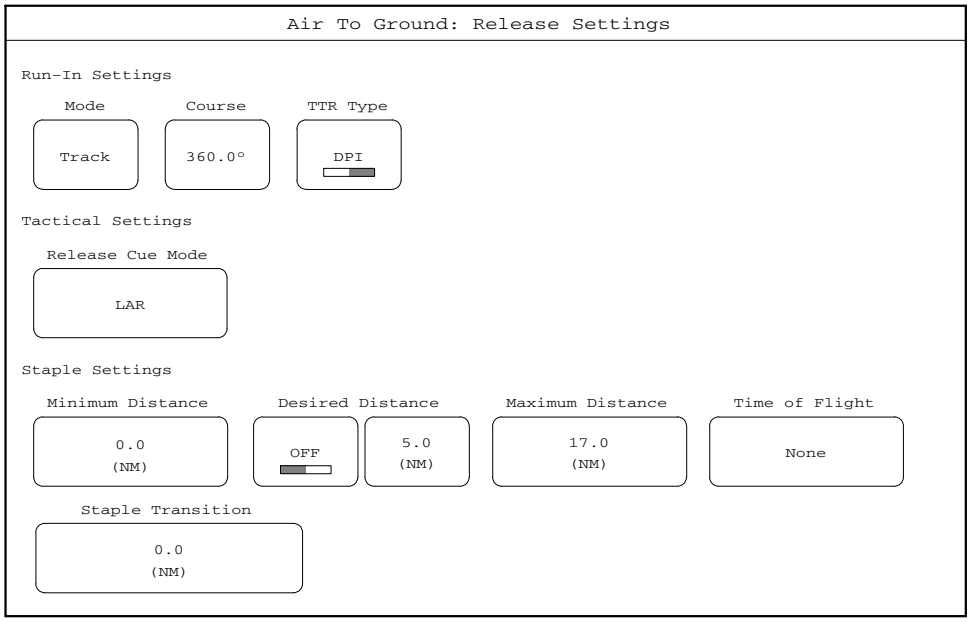

**Figure 1-109. Release Settings for LSDB.**
1.3.3.6 LSDB Release Settings. The LSDB has three different settings sections to the left of the screen under the Release Settings page Figure 1-109: